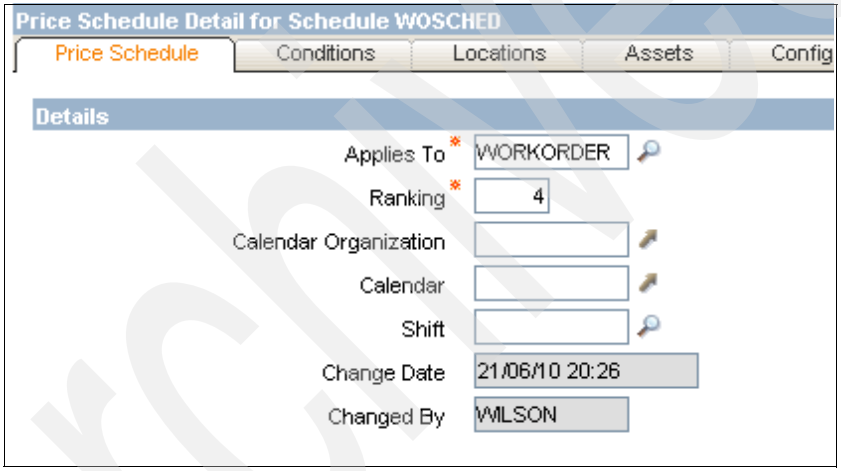

Figure 6-2 Price Schedule example
The price schedule is part of the Customer Agreement (SP) application. In this scenario, we use a standard work order price schedule with a special price configuration for services. This scenario agreement contains two price schedules: one configured for high priority work orders and another configured for normal priority work orders. The difference between these two price schedules is in conditions and in price rules tabs. The data of the price schedule is shown in Figure 6-2.